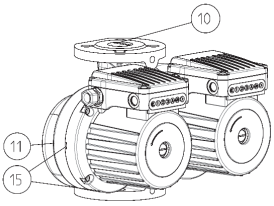

Abb.2
- GHND (basic, auto), GHNMD (basic, auto) – Pumpen verfügen über ein doppeltes Hydraulikgehäuse (Abb.2 – Pos.11), mit eingebauter Kippklappe (Abb.2 – Pos.10), die, abhängig vom Fluss des Mediums durch die eine oder andere Pumpe, selbsttätig kippt.